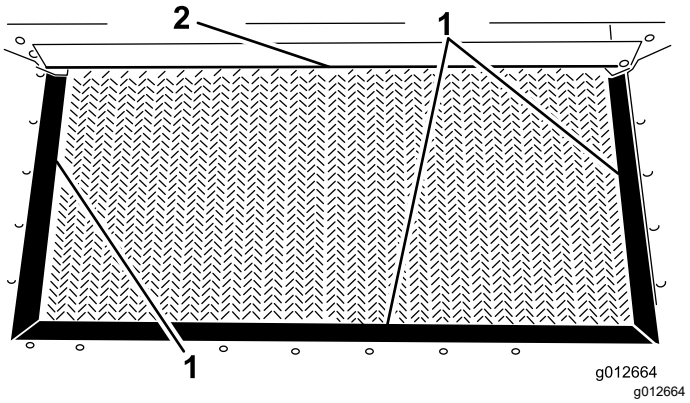

**Figur 27**
3. Undersøk beholderforseglinger og lemkanten for rifter eller slitasje (Figur 27).